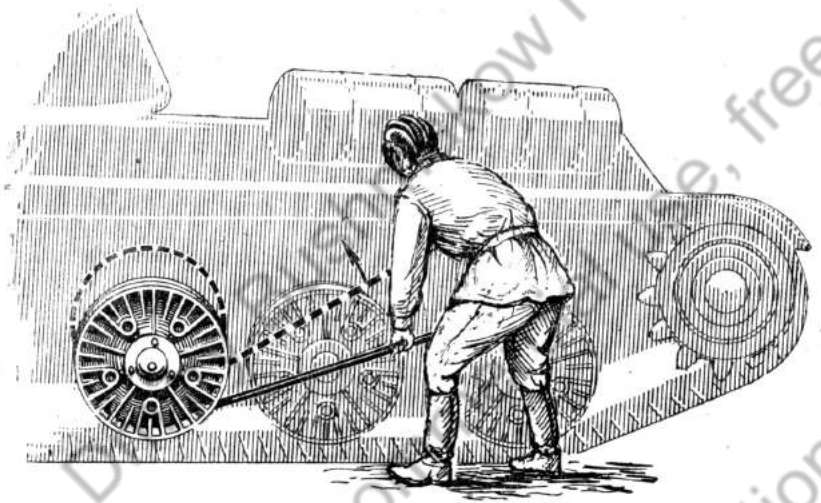

Рис. 263. Проверка исправности торсионов
3. Убедиться в исправности торсионов, поднимая катки при помощи лома (рис. 263). Если торсион сломан, каток будет подниматься свободно.